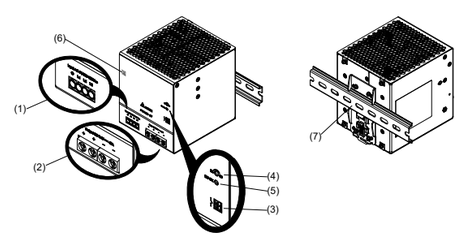

Figure 1
2. Gerätebeschreibung (Abb. 1)
4.1. Anschluss der Eingangsklemmen (Abb. 1 (1), Abb. 6)
4.2. Anschluss der Ausgangsklemmen (Abb. 1 (2))
Verwenden Sie die Schraubklemmen „+“ und „-“, um den 24 Vdc-Anschluss herzustellen. Am Ausgang stehen 24 Vdc zur Verfügung. Die Ausgangsspannung kann am Potentiometer zwischen 24 und 28 Vdc eingestellt werden. Die grüne LED “DC OK” zeigt die korrekte Funktion des Ausgangs an (Abb. 1 (5)). Das Gerät verfügt über einen Kurzschluss-, Überlast- und Überspannungsschutz, der auf 29-35 Vdc begrenzt ist.